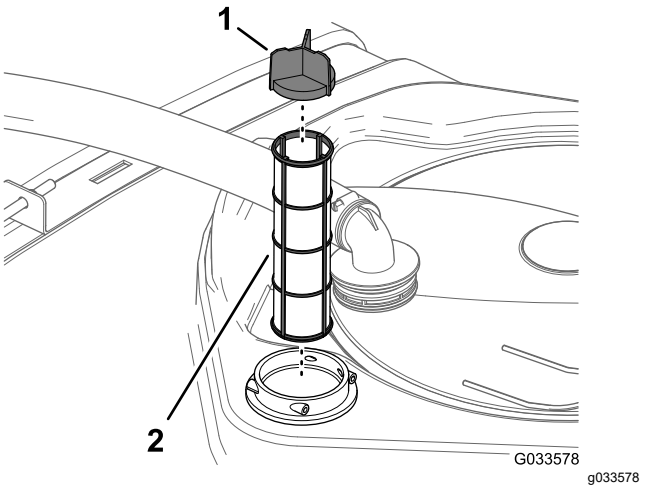

Рисунок 113
4. Извлеките старый фильтр линии всасывания из его корпуса в баке (Рисунок 113).